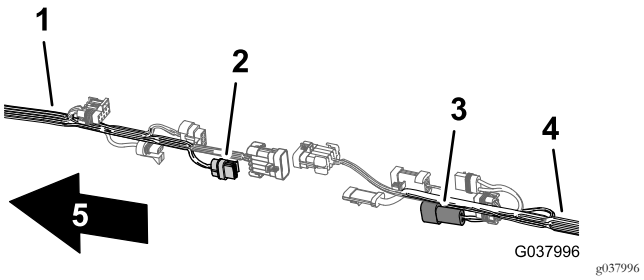

Figuur 109
5. Sluit de stekker met 2 pinnen van de voorste kabelboom voor de spoelpomp aan op de connector met 2 contacten van de achterste kabelboom voor de spoelpomp (Figuur 109).